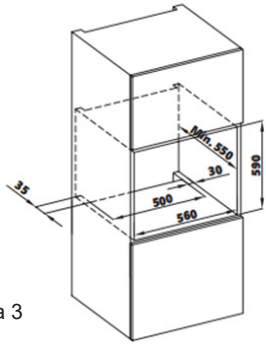

Figura 3
- O armário deve respeitar as dimensões indicadas na figura 3. Na parte de trás da cabina e nas partes superior e inferior, devem ser garantidas folgas com as dimensões especificadas na figura, a fim de assegurar a ventilação necessária.